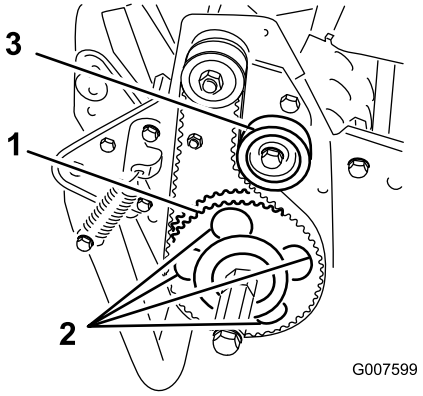

**Figur 48**
7. Vri den drevne remskiven helt til hullene står i kant med de fire vingeskruene på valselageret (Figur 48).
11. Juster remmen og stram monteringsskruen på lederullen (Figur 48).